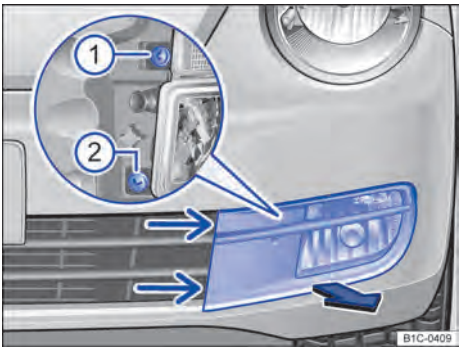
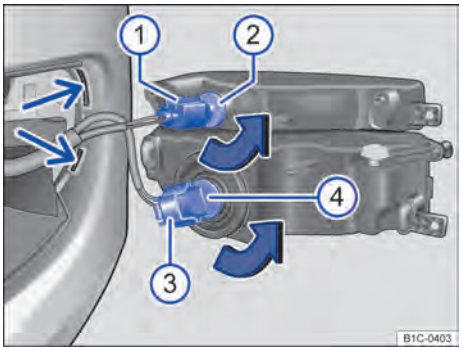

Fig. 188 No para-choque dianteiro à esquerda: desinstalar o farol.
Fig. 189 Substituir a lâmpada incandescente do farol.
Lanterna dianteira dos indicadores de direção ⇒ Fig. 189 ②	**Farol de neblina / farol direcional ④**
2.	Empurrar a cobertura nos encaixes ⇒ Fig. 188 (setas finas) com o gancho extrator das ferramentas de bordo ⇒ Página 303 um pouco para frente até que os encaixes se soltem.
3.	Puxar a cobertura, iniciando por dentro, para frente no sentido da seta ⇒ Fig. 188.
4.	Desaparafusar os parafusos de fixação ① e ② com a chave de fenda das ferramentas de bordo ⇒ Página 303.
5.	Rebater o farol um pouco para frente e removê-lo do alojamento lateral ⇒ Fig. 189 (setas pequenas).
6.	Destravar e retirar o conector ①.	Destravar e retirar o conector ③.
7.	Girar o suporte da lâmpada ② no sentido da seta para a esquerda até o batente e, com a lâmpada incandescente, retirar para trás.	Girar o suporte da lâmpada ④ no sentido da seta para a esquerda até o batente e, com a lâmpada incandescente, retirar para trás.
10.	Encaixar o conector ① no suporte da lâmpada ②. O conector precisa encaixar audivelmente.	Encaixar o conector ③ no suporte da lâmpada ④. O conector precisa encaixar audivelmente.
11.	Encaixar o farol no alojamento ⇒ Fig. 189 (setas pequenas) e rebater para trás.
12.	Apertar os parafusos de fixação ⇒ Fig. 188 ① e ② com a chave de fenda.
13.	Encaixar a cobertura no para-choque, começando por fora ⇒ Fig. 188.